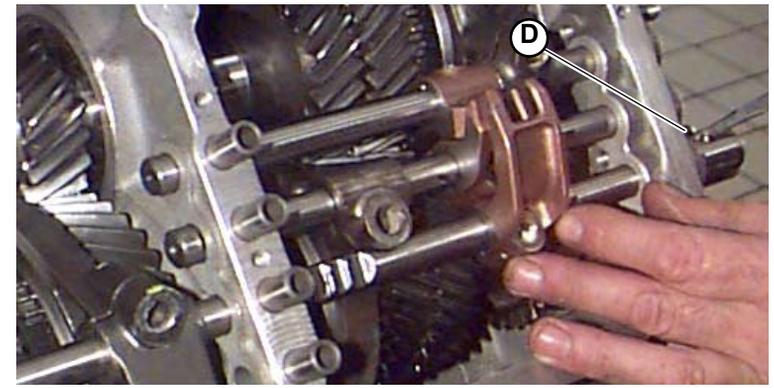

Fig.6
5. Remove the dowel (**D-Fig.6**).